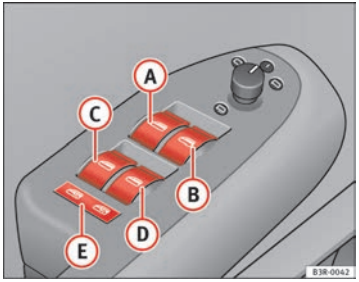

Fig. 79 Detail of the driver's door: Control switches
(A) Switch ⇒ fig. 79 for the driver's door window
The safety switch ⇒ page 108, fig. 79 (E) can deactivate the rear door switches. The windows can only be operated from the rear when the safety switch is pressed in.